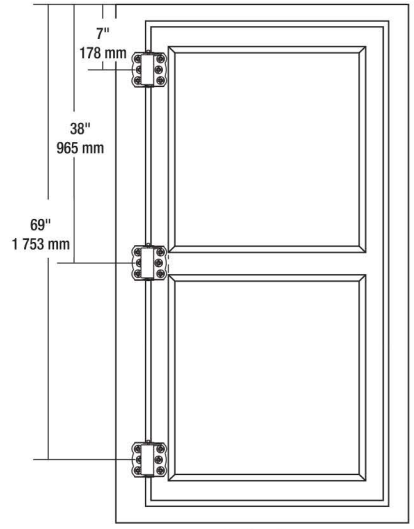

FIG. 1
1. If already hinged, replace hinges at same locations. If not, attach hinges (on outside of door) from top of door to center of hinge at the following locations: 7", 38", and 69"(Fig. 1). Align pins with door edge. Fasten with enclosed flat head screws.
1. En caso de tener bisagras ya instaladas, coloque las bisagras nuevas en los mismos sitios. De no ser así, fije las bisagras (en la parte exterior de la puerta) desde el tope superior de la puerta al centro de los sitios: 178 mm, 965 mm y 1 753 mm respectivamente (Fig. 1).
1. Si des charnières existent déjà, les remplacer en utilisant les mêmes emplacements. Dans le cas contraire, fixer les charnières (sur la porte extérieure) en partant du haut de la porte et en allant vers le centre de le charnière, aux emplacements suivants: 178 mm, 965 mm, et 1 753 mm (Fig. 1). Aligner les goupilles sur le bord de la porte. Fixer avec les vis à tête plate incluses.